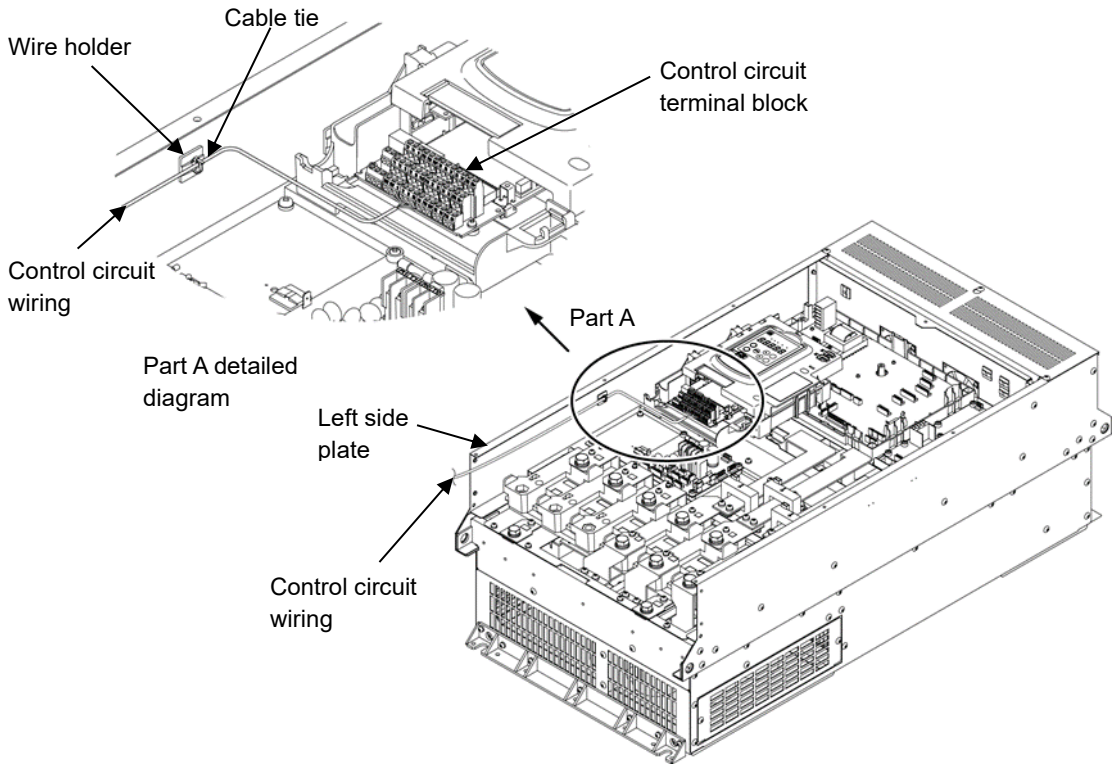

Fig. 2.2-13 Control circuit wiring route and securing locations
(1) Run the wiring along the plate on the left side of the inverter as shown in Fig. 2.2-13.
(2) Secure the wiring to wire holders with cable ties (INSULOK, etc.)